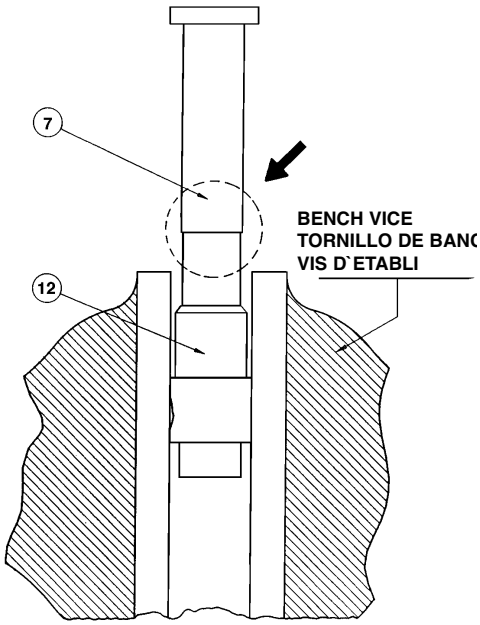

FIG. 1
·Hold the upper semibody (12) with a bench vice (Fig. 1) placing in the outlet connector seat a bar which would prevent the piece from swivelling between the vice jaws.
·Unscrew the lower semibody with a STILSON wrench (apply at point indicated in Fig. 1).
·Apretar el semicuerpo superior (12) con un tornillo de banco (Fig. 1), colocando en el alojamiento del racor de salida un varilla que impida el giro de la pieza en las mordazas del tornillo.
·Desenroscar el semicuerpo inferior aplicando una llave STILSON (justo en el punto indicado en la fig. 1).
·Serrer le semicorps supérieur (12) avec une vis d'établi, Fig. 1 en plaçant dans le logement du raccord de sortie une tige qui empêchera la pièce de tourner entre les dents de la vis.
·Dévisser le semicorps inférieur en utilisant une clef STILSON (juste à la hauteur du point indiqué en Fig.1.)
(Fig. 1), wobei Sie eine dünnen Stab in dem Sitz des Ausströmstutzens anbringen, der es verhindert, dass sich die Teile in den Spannbacken des Schraubstocks drehen.
·Schrauben Sie den unteren Halbkörper unter Verwendung eines STILSON–Schlüssels (genau an dem angezeigten Punkt der Fig. 1 ab).